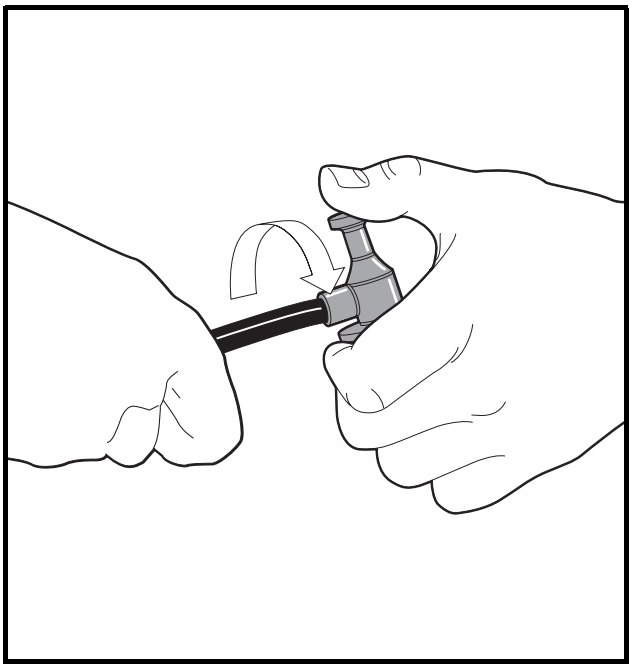

Figure 11-29 Spark Plug Cap Removal
4.2. Remove the cap from the wire by turning the cap counterclockwise three or four revolutions while gently pulling it off the wire **(Figure 11-29, Page 11-30)**.